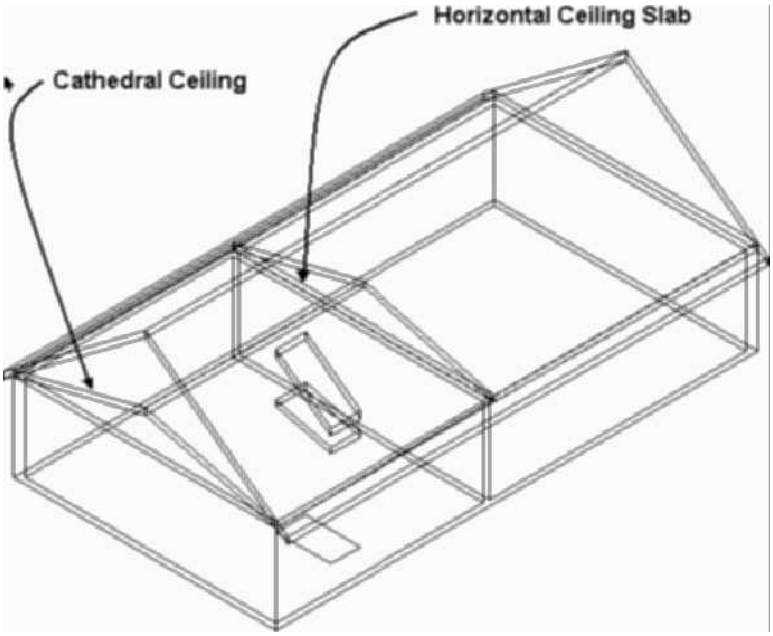

FIGURE 8.15 *Slabs inserted in the drawing*
13. Slabs representing cathedral and horizontal ceilings are shown in Figure 8.15. Save and close the drawing.